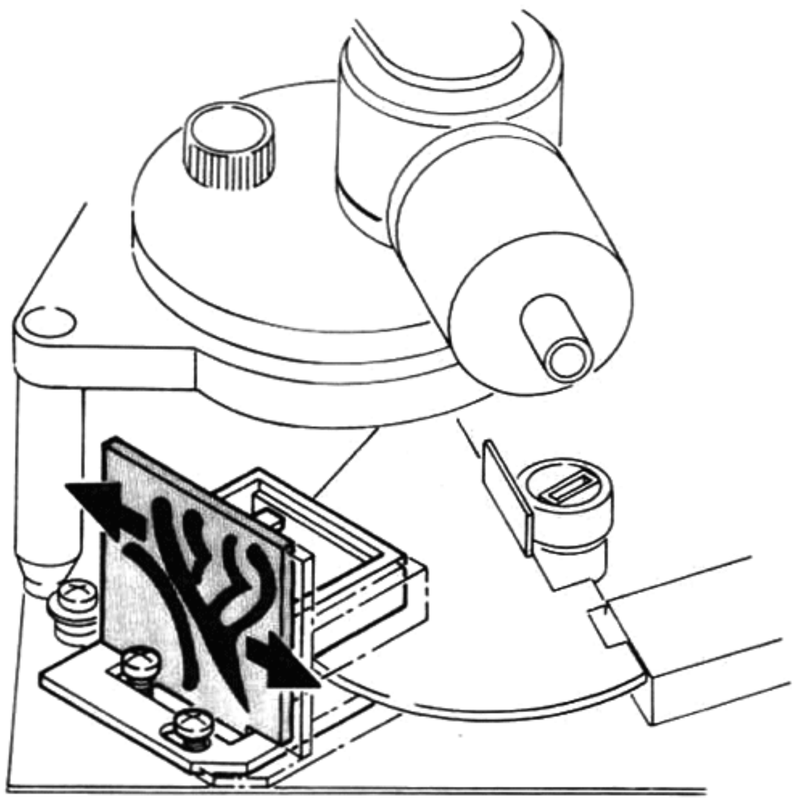

Fig. 11
1) Place the stylus on the test record's (ES-1008) auto-out groove by means of the manual arm carrier. When pressing the LOAD PLAY/CUT button to start operation, loosen the screw on holder A (end) and move the holder A (end) to the left or right until the a count of 18 to 22 (30 cm) is obtained. (See figure 11)